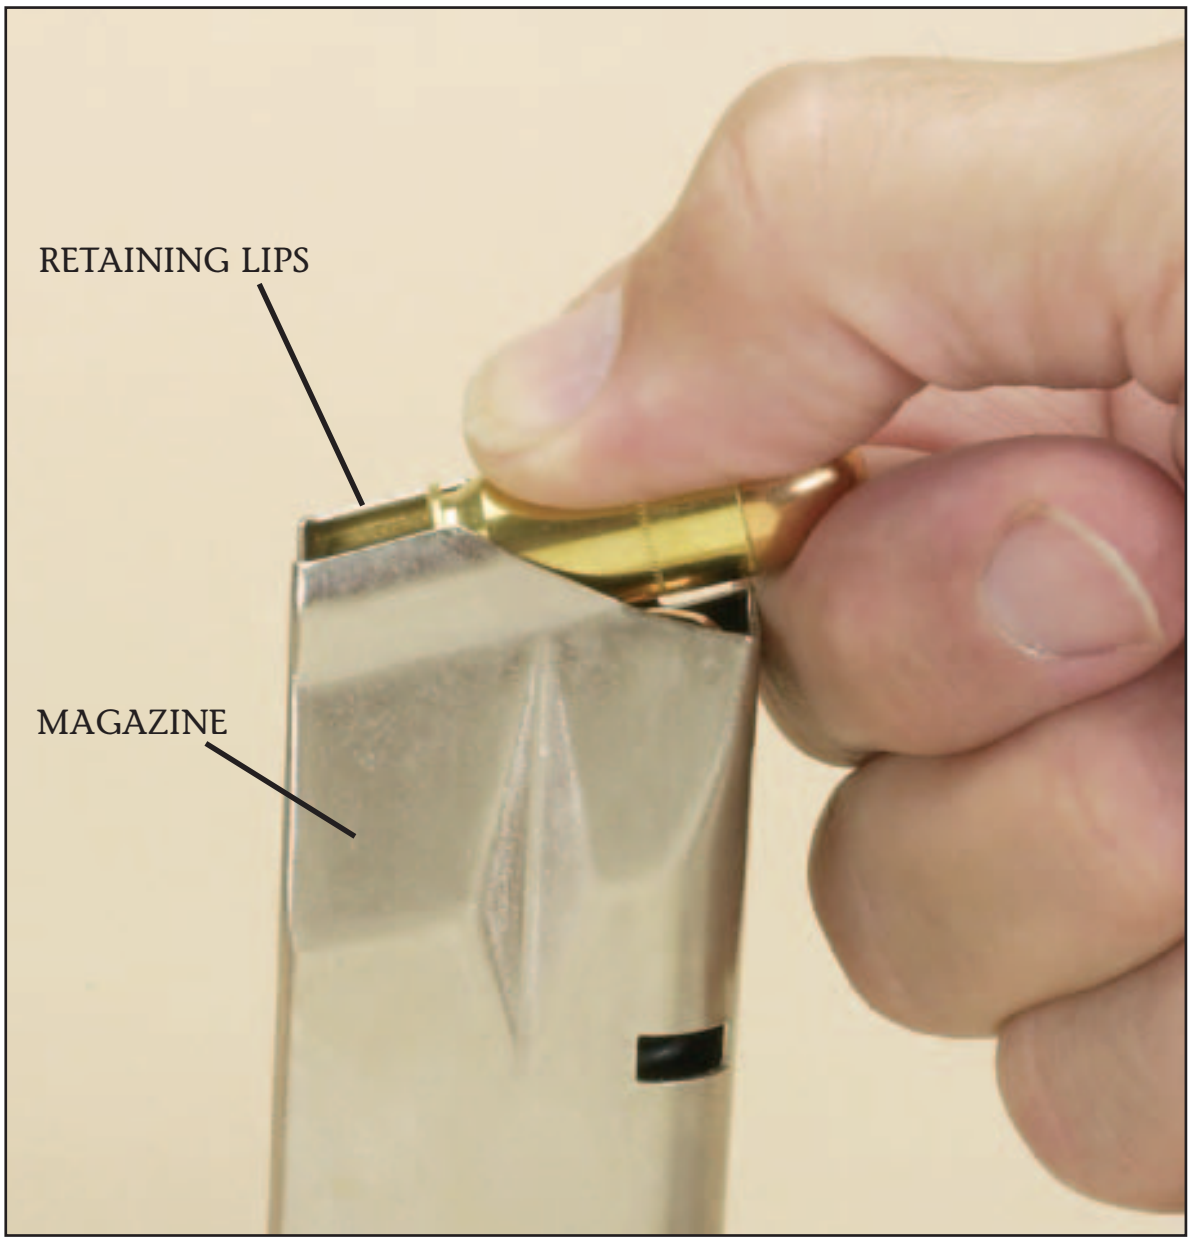

Figure 5
2. Load magazine from the top open end, the front of the cartridge pointing away from you, with the type and quantity of ammunition for your pistol (***Table 1***). Press rounds down and back (***Figure 5***).